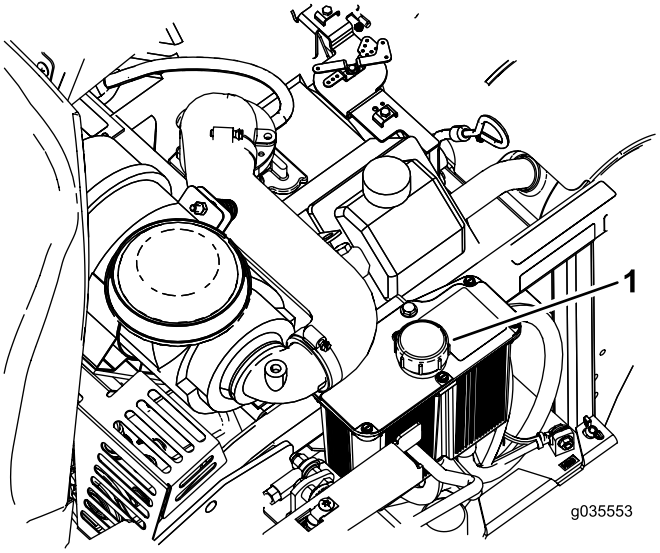

Bild 67
6. Reinigen Sie den Bereich um den Peilstab des Hydraulikanlagenbehälters (Bild 67).
7. Nehmen Sie den Peilstab aus dem Hydraulikbehälter heraus (Bild 67).